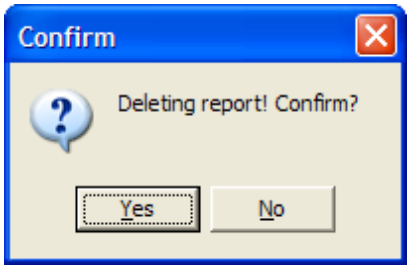

Figure 9.8-5. Template deletion confirmation dialog box
4. Click Yes in the confirmation dialog box (Figure 9.8-5).